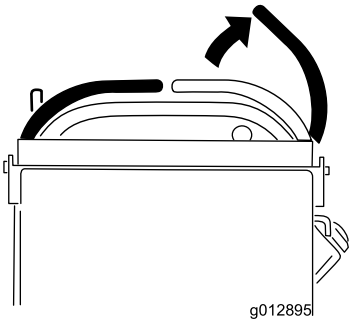

Figur 12
- Flytt bevegelseskontrollspakene til fri og høyre bevegelseskontrollspak til nøytral, låst stilling (Figur 12).